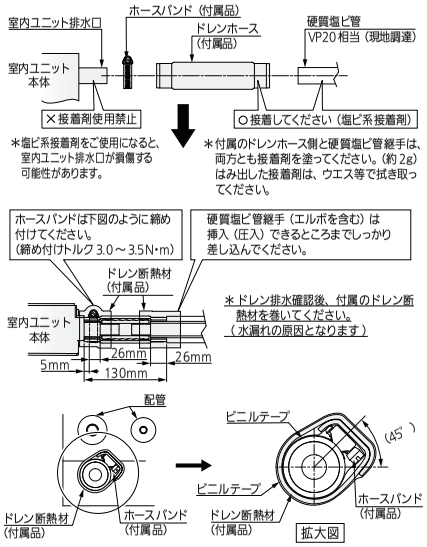

図23
- 図23のようにホースバンドをドレンホースの端から5mmはなしたところにしっかり締め付けてください。
- ホースバンドの固定部が図23のように45°の範囲になるように取り付けホースバンドが広がらないように、ビニルテープを巻いてください。
- ホースバンドに、ドレン断熱材（付属品）のはがれを防ぐために、ビニルテープを巻いてください。（10ページ　図23）
- その上からドレン断熱材（付属品）を隙間のないように巻いてください。（10ページ　図23）